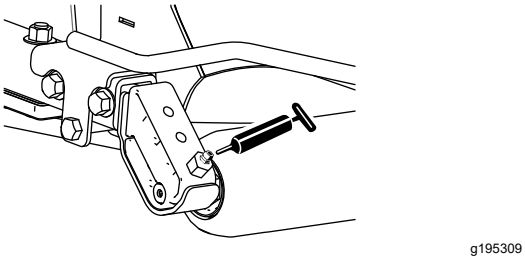

Figura 45
- 2 (por unidade de corte) rolamentos do rolo traseiro (Figura 45)